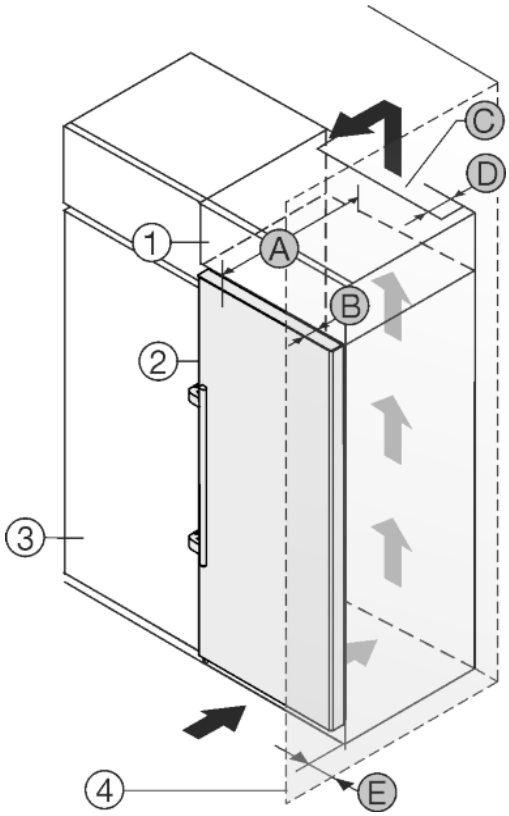

Fig. 24
L'appareil peut être intégré dans des meubles de cuisine. Pour adapter l'appareil *Fig. 24 (2)* à la hauteur du coin cuisine, une rehausse *Fig. 24 (1)* peut être posée sur l'appareil.
L'appareil peut être installé directement à côté du placard de cuisine *Fig. 24 (3)*. Pour pouvoir ouvrir complètement les portes, l'appareil doit déborder de la profondeur *Fig. 24 (B)* par rapport à la façade du placard. L'appareil peut déborder encore plus en fonction de la profondeur des placards et de l'utilisation de cales d'épaisseur.
- Une sortie d'air avec la profondeur *Fig. 24 (D)* doit être présente au dos de la rehausse sur toute sa largeur.
- La section de ventilation *Fig. 24 (C)*sous plafond doit être respectée.
Si l'appareil avec les charnières est installé près d'une paroi *Fig. 24 (4)*, la distance *Fig. 24 (E)* entre l'appareil et la paroi doit être respectée. Ceci correspond à la saille de la poignée avec la porte ouverte.